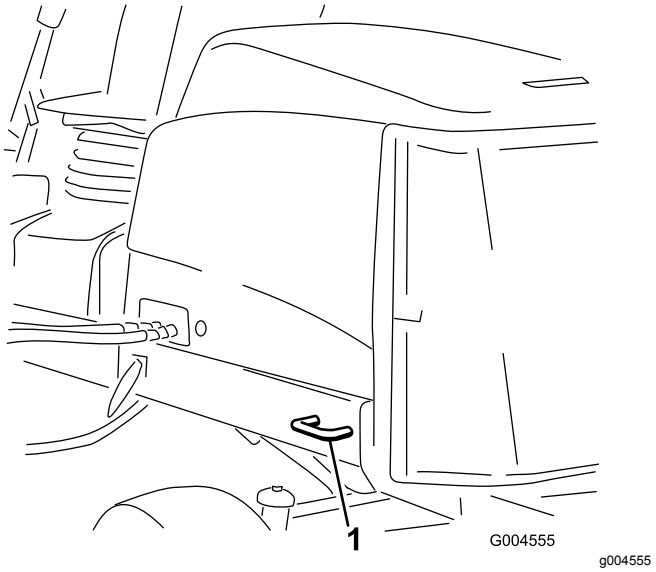

Figur 44
- Bag – på begge sider af maskinen på bagstellet (Figur 44).